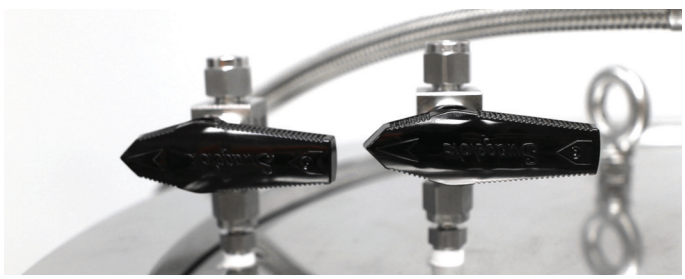

Figure 35. The cartridge compression vent valve (left) and the top vacuum break valve (right) closed.
3. Close the cartridge compression vent valve (MV-03) and the top vacuum break valve (MV-04) on the top head assembly; see Figure 35.